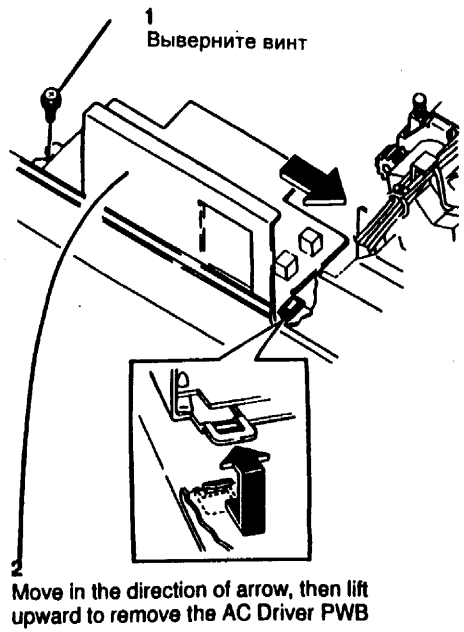

Рис. 3 Снятие драйверной PWB переменного тока
6. (Рис. 3) Снимите драйверную PWB переменного тока.